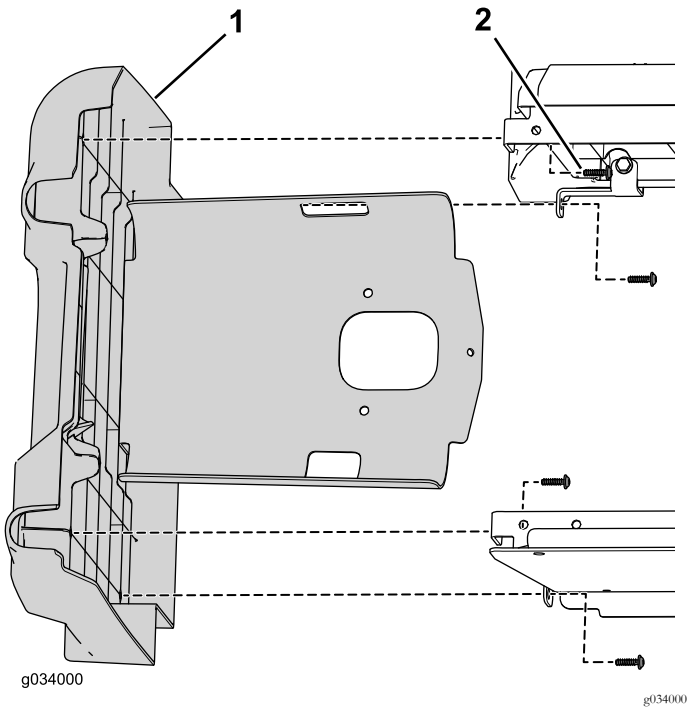

Рисунок 3
6. Выверните 4 винта, крепящие левую панель к нижнему узлу сиденья (Рисунок 3).